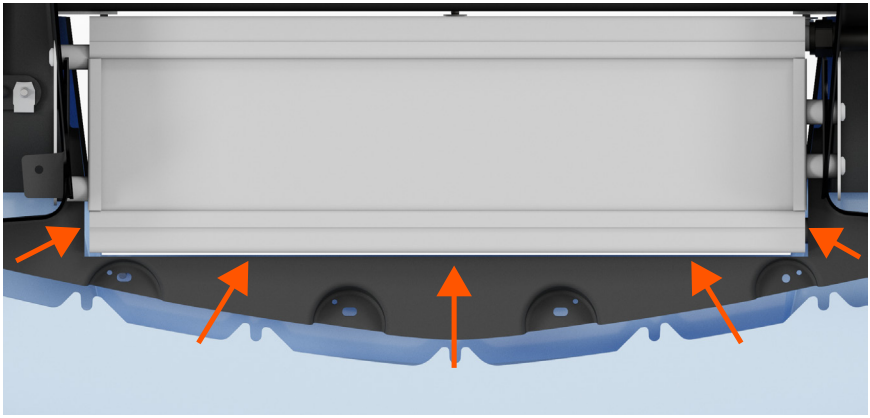

Figure 16 - Air Guide Cut Line Locations
2. Cut the black plastic air guide above the bumper cover using the same cut line, shown in **Figure 16** on the next page.